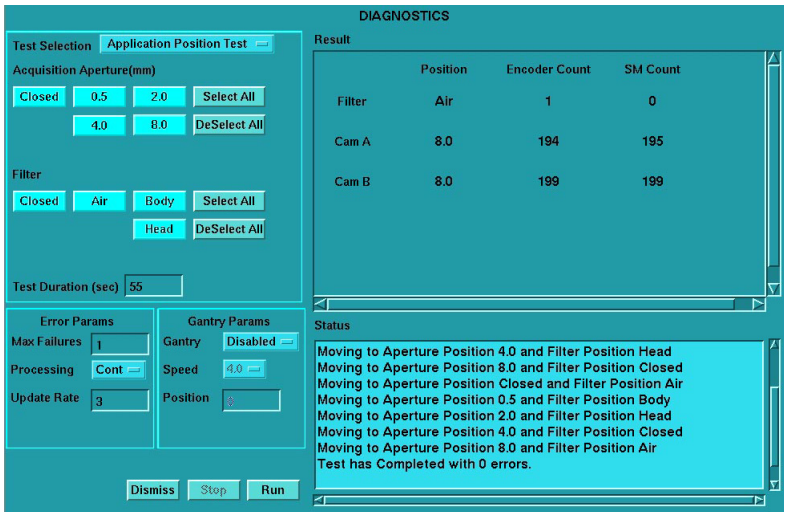

Figure 9-27 Collimator Applications Position Test
5.) Exercise the Application Position Test and verify no test failures. Reference Figure 9-27.